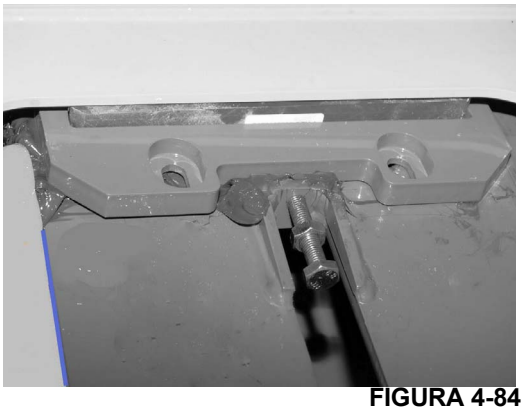

FIGURA 4-84
6. Instale el conjunto de ajuste de almohadillas de desgaste superiores dentro de la sección de base, a través de la abertura superior trasera de acceso (Figura 4-84).